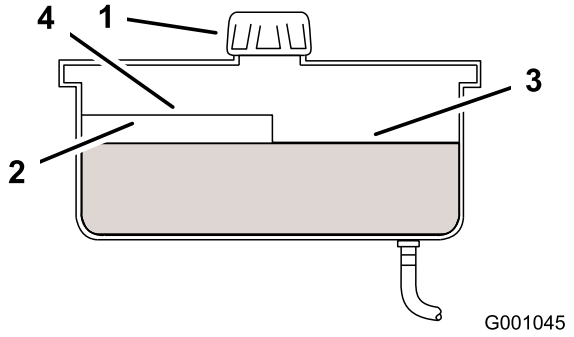

Figur 78
2. Rengør området omkring hydrauliktankens påfyldningsstuds (Figur 78).
3. Fjern hætten fra påfyldningsstudsen. Kig i tanken for at se, om der er væske i beholderen (Figur 78).
Bemærk: Væskestanden skal nå op til toppen af varm-niveauet på pladen, når væsken er meget varm (Figur 78).